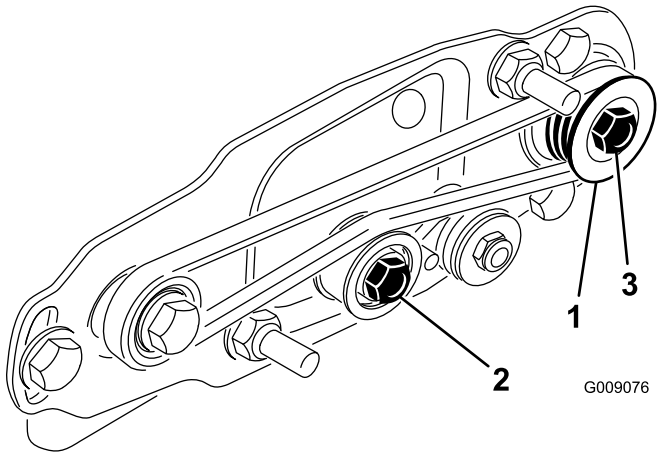
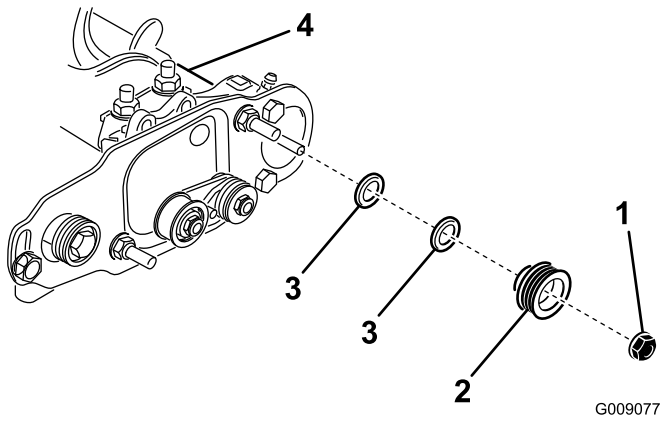

Figur 23
Figur 24
1. Den drevne remskive (ved rullebørsteakslen) kan bevæge sig ind eller ud (Figur 23).
2. Drej den knivcylinder, der roterer drivremskiven, og lirk remmen af drivremskiven (Figur 23).
3. Fjern den låsemøtrik, der fastgør den drevne remskive til børsteakslen (Figur 23 eller Figur 24).
4. Fjern den drevne remskive fra akslen (Figur 24).
5. Hvis remskiven skal bevæge sig ud, tilføjes et afstandsstykke på 0,8 mm i tykkelse (Figur 24). Hvis remskiven skal bevæge sig ind, fjernes det eksisterende afstandsstykke på 0,8 mm i tykkelse.